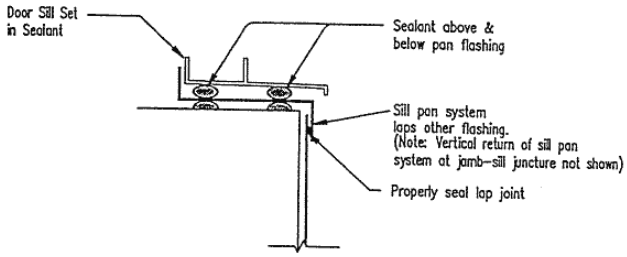

Fig. 3d. Pan Flashing
3.4 ***Sill Pan System*** **-** Sill pan system is a water barrier installed under the door sill with vertical returns at the jamb-sill juncture and the interior leg of sill to prevent water entry (See Figures 3d and 3f).